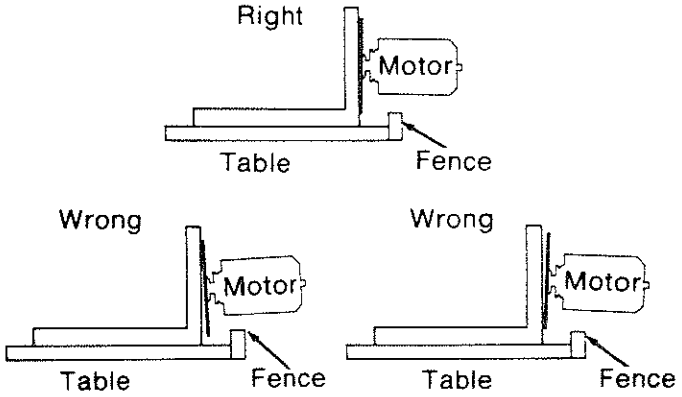

Fig. 65
5. **If** the square is flush with the *blade* after each rotation (Figure 65) go to step 11, **or**
If there is a gap between the square and the *blade* after any rotation (Figure 65) , go to step 6.